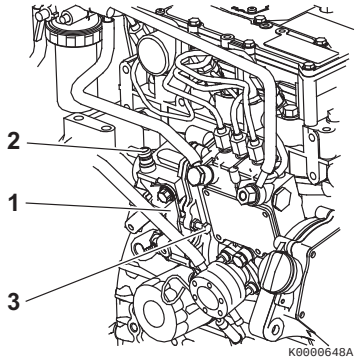

Figure 14
The governor lever **(Figure 14, (1))** controls the engine speed. The lever is linked to the engine speed control device in the driven machine.
The high idle speed limit screw **(Figure 14, (2))** restricts the maximum engine speed when the engine is operated without a load.
The low idle speed limit screw **(Figure 14, (3))** sets engine speed while it is idling.